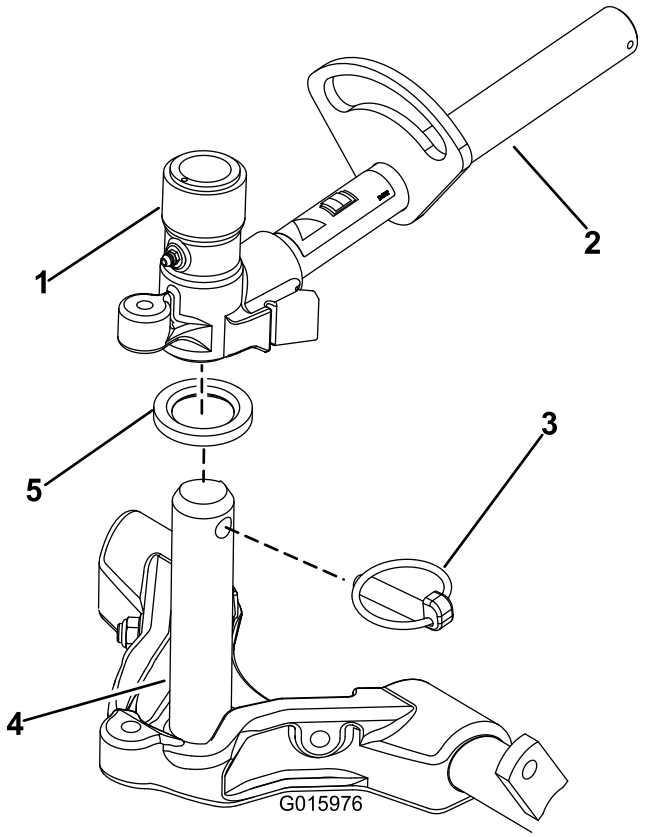

Figure 14
8. Coat the carrier frame shaft with clean grease (Figure 14).
9. For the front cutting units, slide a cutting unit under the lift arm while inserting the carrier frame shaft up into the lift arm pivot yoke (Figure 14). Make sure the thrust washer is in position on the carrier frame shaft.
10. Secure the carrier frame shaft to the lift arm yoke with the Klik pin (Figure 14).
B. Insert the lift arm yoke onto the carrier frame shaft (Figure 14).